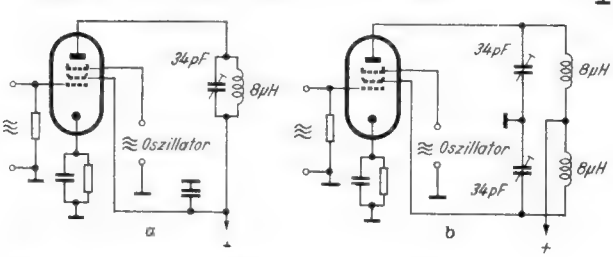

*Bild 1. 10 MHz-Pentodenmischer (a = übliche Schaltung, b = neue Schaltung)*
V. H. Aske erörtert Theorie und experimentelle Ergebnisse einer Methode, doppelte Mischsteilheit bei Mischpentoden für AM- wie für FM-Empfänger zu erhalten. Im Prinzip nutzt das neue Verfahren die zwischen Schirmgitter- und Anodenstrom auftretende 180°-Phasenverschiebung aus, wobei ein symmetrisierter Zf-Kreis nach Art des Gegentaktprinzips angeschaltet wird und so ein Verstärkungsgewinn entsteht. Wie auch theoretisch nachgewiesen, ergibt sich in der praktischen Ausführung solcher Schaltungen (**Bild 1 bis 3**) ein etwas geringeres Gesamtrauschen, während die Frequenzverwerfung durch automatische Lautstärkeregelung in üblichen Grenzen — allerdings mit umgekehrtem Vorzeichen — bleibt. Die neue Verstärkungs-Verdopplungs-Technik (gain-doubling technique), wie sie der Verfasser nennt, läßt sich mit gutem Erfolg auf die verschiedensten Mischschaltungen anwenden, wobei auch höhere Verstärkungsgewinne als 1 : 2 bei geringeren Katodenströmen und kleinerem Rauschen möglich sind. Schwierigkeiten können lediglich beim Abgleichen des Zf-Verstärkers auftreten, wobei es sich u. U. empfiehlt, den Meßsender nicht an das Steuergitter, sondern an das Oszillatorgitter der Mischstufe zu schalten.